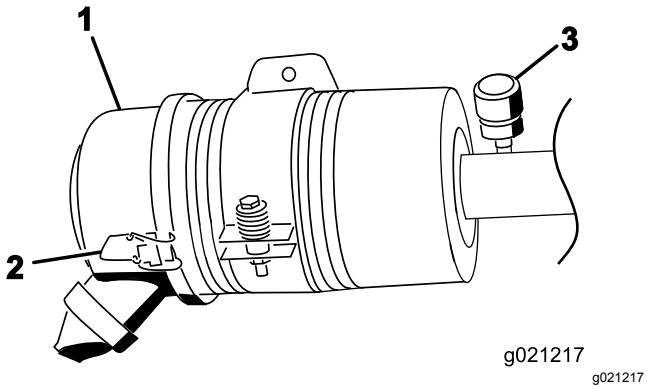

Figur 83
Overhal filteret på luftrenseren kun når indikatoren tilsier det (Figur 83). Hvis du skifter filteret før det er nødvendig, øker det bare risikoen for at det kommer inn smuss i motoren når du fjerner filteret.
2. Utløs låsene som fester luftrenserdekslet til luftrenserhuset (Figur 83).